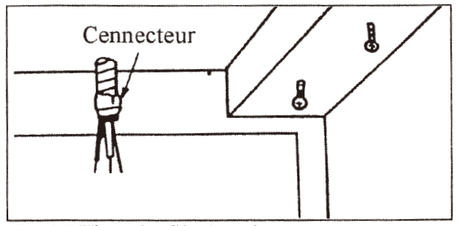

Fig.11 Tirez le fil électrique à travers l'orifice d'accès.
6. Tirez le câble d'alimentation à travers le trou d'accès percé dans le cabinet. (Fig.11)